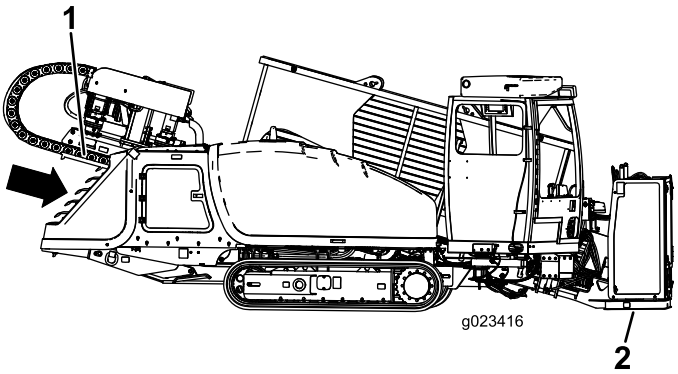

Figure 73
9. Abaissez le cadre de poussée en inclinant le cadre de la foreuse jusqu'à ce que la plaque touche le sol (Figure 73).